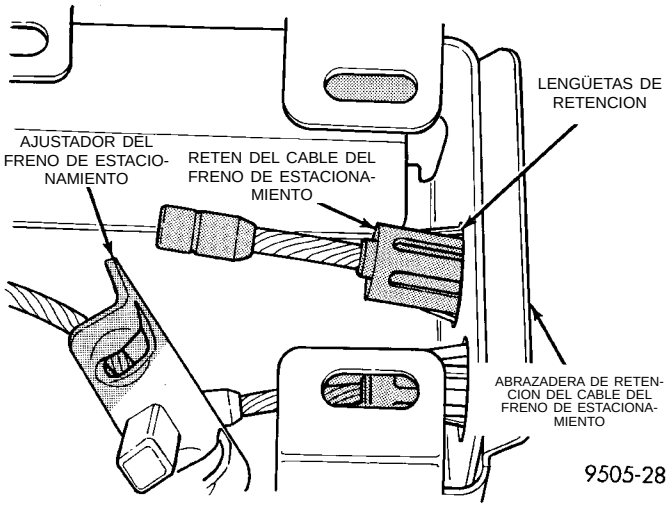

Fig. 156 Instalación del cable del freno de estacionamiento en la abrazadera de retención
(13) Encamine el cable del freno de estacionamiento debajo de la alfombra y hacia arriba, hasta el soporte de retención del cable del freno de estacionamiento en el suelo de la carrocería. Luego instale el cable del freno de estacionamiento en la abrazadera de retención (Fig. 156). Asegúrese de que las lengüetas (Fig. 156) en el retén del cable del freno de estacionamiento se hayan expandido para sujetar dicho cable en la abrazadera de retención.